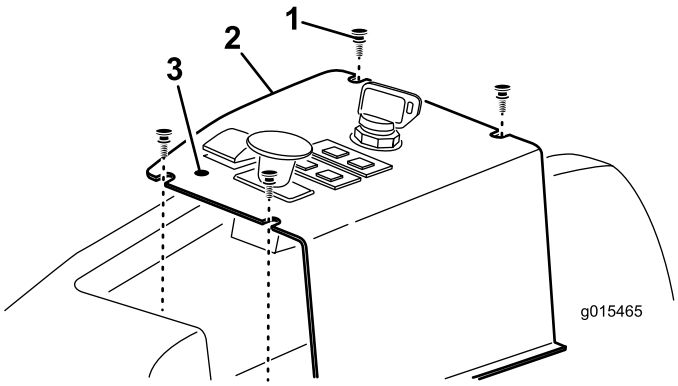

Figuur 12
1. Zoek en doorboor voorzichtig de sticker op het bedieningspaneel, voor de hefschakelaar, zodat u het montagegat van de liftvergrendelingshendel ziet (Figuur 12).
2. Verwijder de (4) schroeven waarmee het bedieningspaneel is bevestigd (Figuur 12).